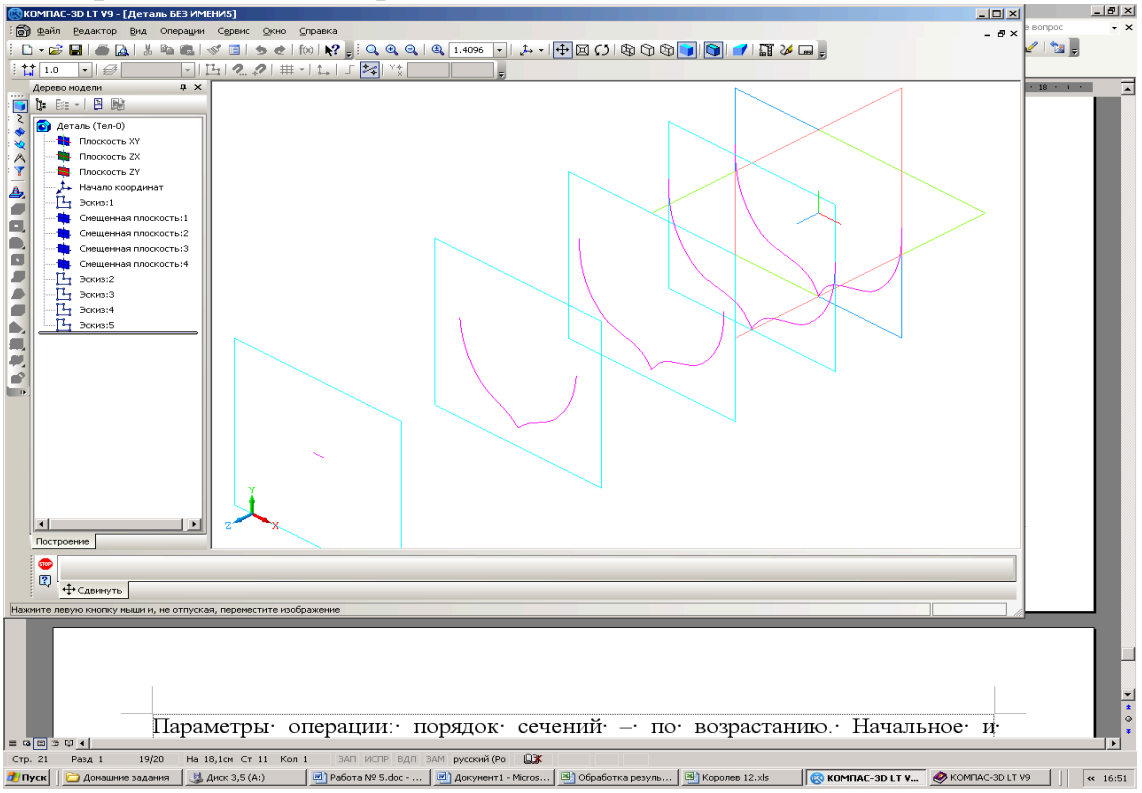

Рис. 5.27. Сечения модели Лодка.
6.6. Завершите создание последнего эскиза и сравните полученное изображение с рис. 5.27.